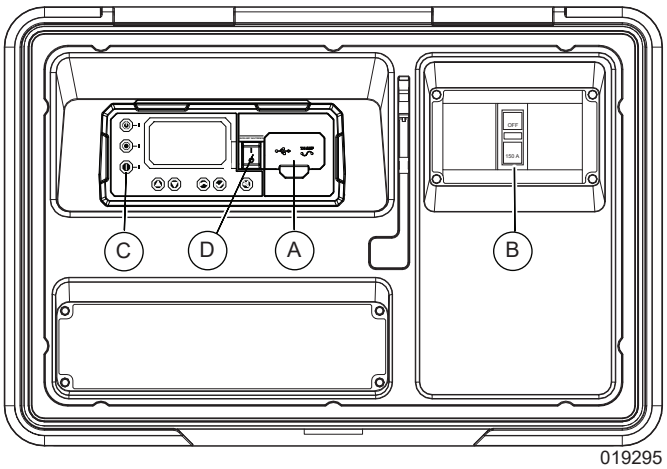

Figure 3-5. Generator Control Panel
1. See ***Figure 3-5***. Pull up rubber flap covering fuse holder and verify installation of 7.5 amp fuse (A).
4. See ***Figure 3-5***. Verify both generator emergency shutdown switches (D) are ON.
5. Press MANUAL on the controller (C) to start engine. A blue LED illuminates to verify system is in MANUAL.
NOTE: When the NFPA 110 Controller Module is installed, the key switch will function in replacement of the AUTO, OFF, and MANUAL mode buttons. Buttons (C) as seen in ***Figure 3-5*** will be inoperable.